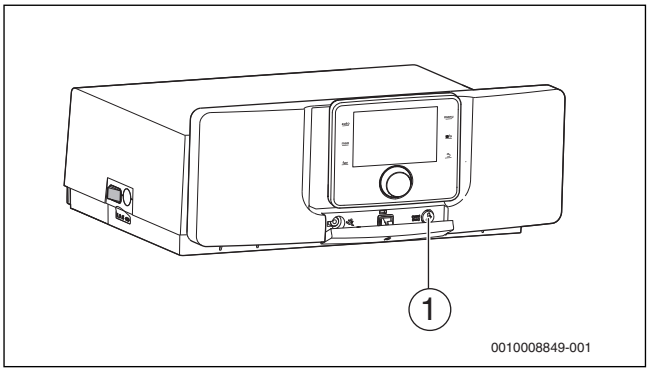

Fig. 20 Tasto spazzacamino, di riarmo e di funzionamento di emergenza sull'unità di servizio
Poiché il bruciatore viene consegnato dalla fabbrica in condizione di anomalia, è necessario ripristinare lo stato di normale funzionamento premendo il tasto reset (→ fig. 20, pagina 15) prima di procedere alla prima messa in funzione. Oppure premere il tasto di riarmo sull'automatismo di combustione (come descritto qui di seguito).
Poiché il bruciatore viene consegnato dalla fabbrica in condizione di anomalia, è necessario ripristinare lo stato di normale funzionamento premendo il tasto di riarmo sul termoregolatore (→ fig. 20) prima di procedere alla prima messa in funzione. Oppure premere il tasto di riarmo sull'automatismo di combustione (come descritto qui di seguito).
- ▶ Per richiamare la funzione prova di combustione sull'unità di servizio, premere il tasto spazzacamino (→ fig. 20).